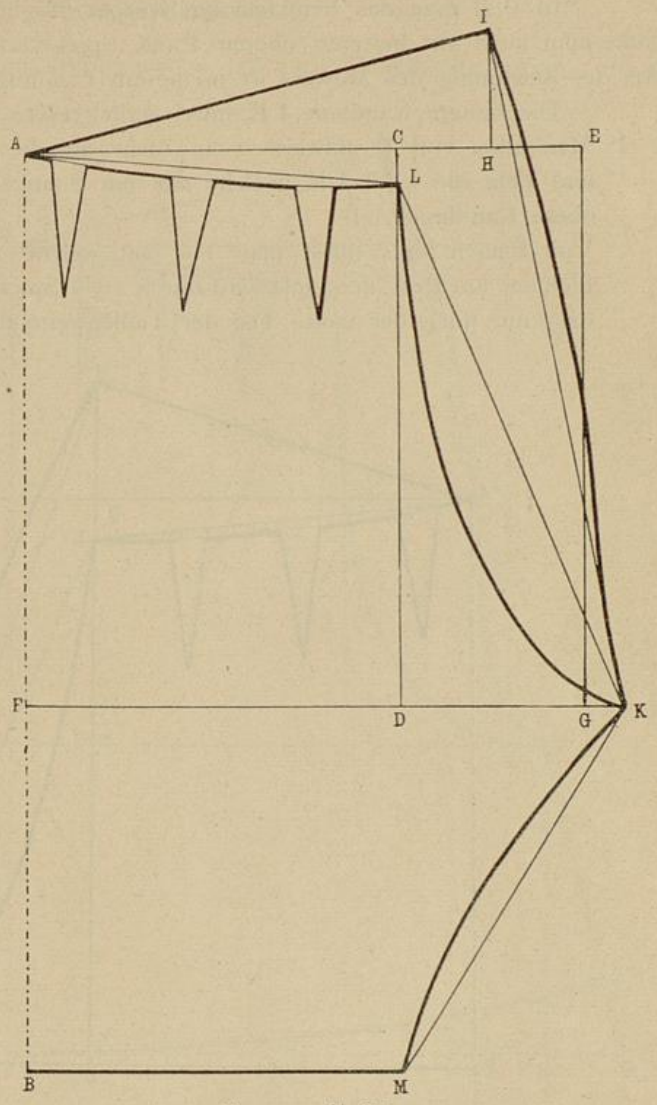

Fig. 111 1/6 Grösse
a) Bei Personen, deren Oberweite mehr als 96 cm beträgt, empfiehlt es sich, das Muster zum Beinkleid auf Grundlage der Hüftenweite zu zeichnen. (Siehe Fig. 111.) Man verfährt dabei wie folgt:
A F So viel wie A E. Man verbindet diese Punkte zu einem Rechteck wie auf der Zeichnung Fig. 111 ersichtlich und setzt G.